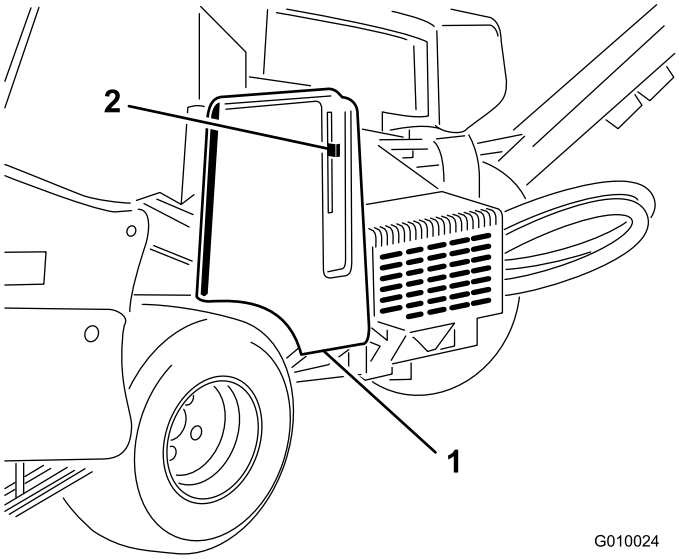

Figur 17
2. Lås opp og ta av remdekselet (Figur 17).